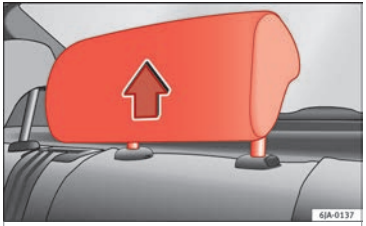

Fig. 75 Head restraints in the correct position.
– Three positions for **use** ››› Fig. 75. In these positions, the head restraints are used normally, and along with the rear seat belts, protect passengers in the rear seats.